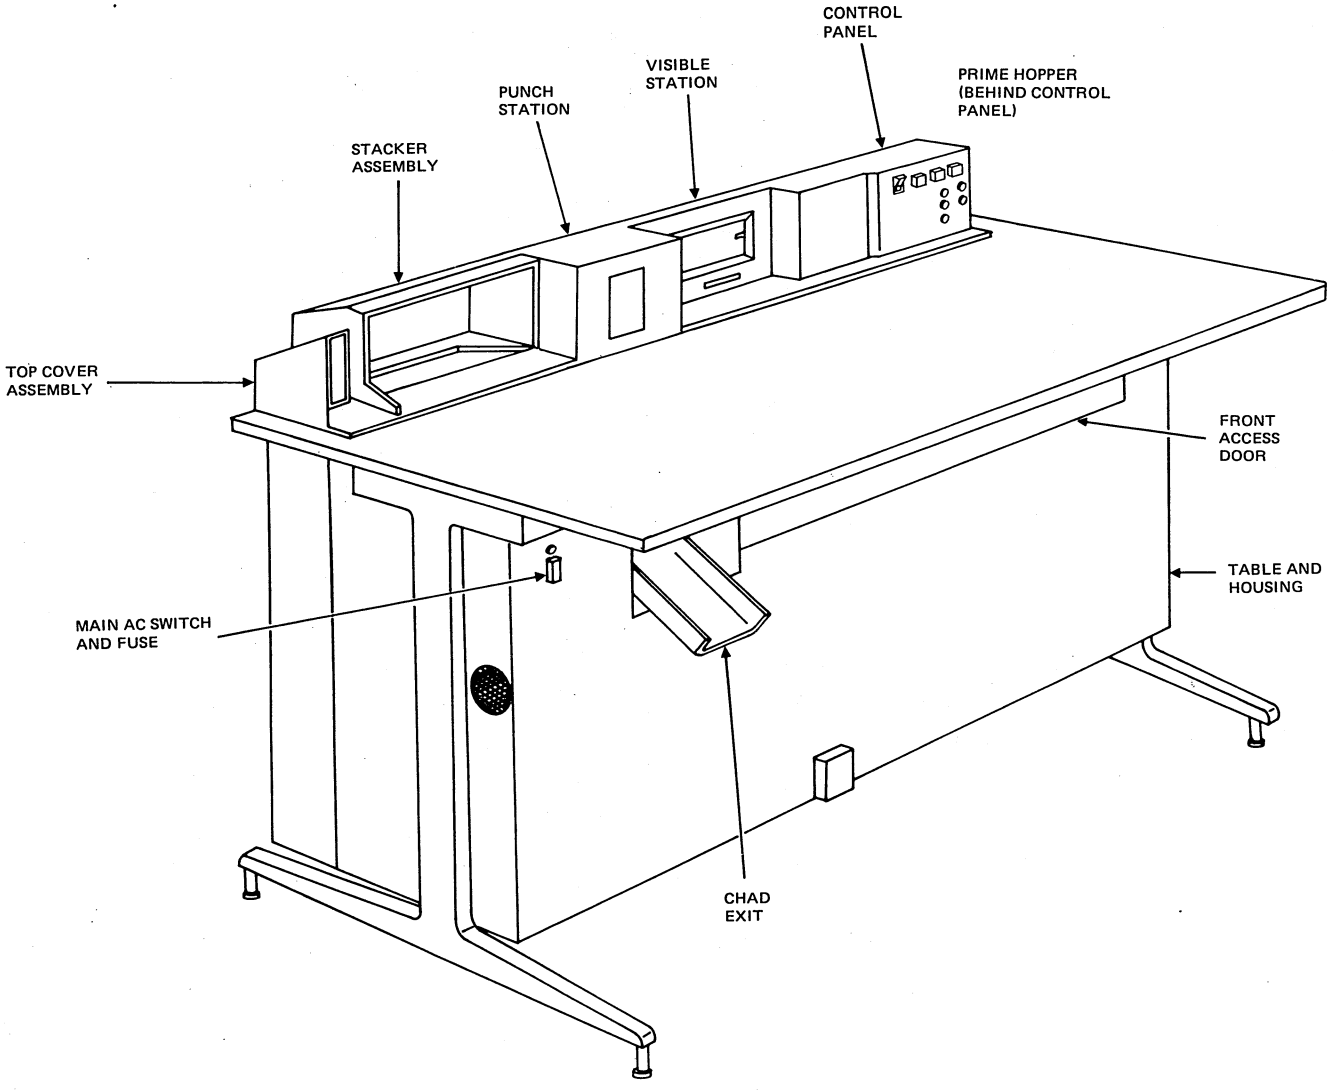

Figure 17-1. Card Punch, Front View
5. Tape down the following items in the specified positions. Refer to figures 17-1 and 17-2.
2. Remove the top cover, front access door, and back access panel. Refer to figures 17-1 and 17-2 for access locations. Each of the access covers is held in place by screws. The main air duct is an integral portion of the back access panel and remains on the panel when the panel is removed.
4. Make sure that the ac power switch on the front of the housing is off and that the proper fuse is installed in the fuse holder. Refer to figure 17-1. Connect the power cable to the site outlet.